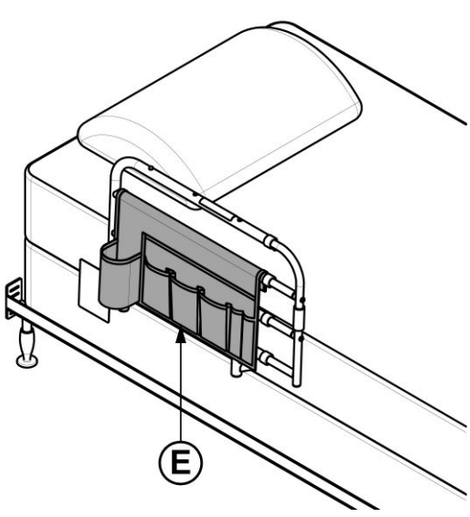

FIGURE 7
7. Place pouch **E** on rail as shown in *FIGURE 7.*